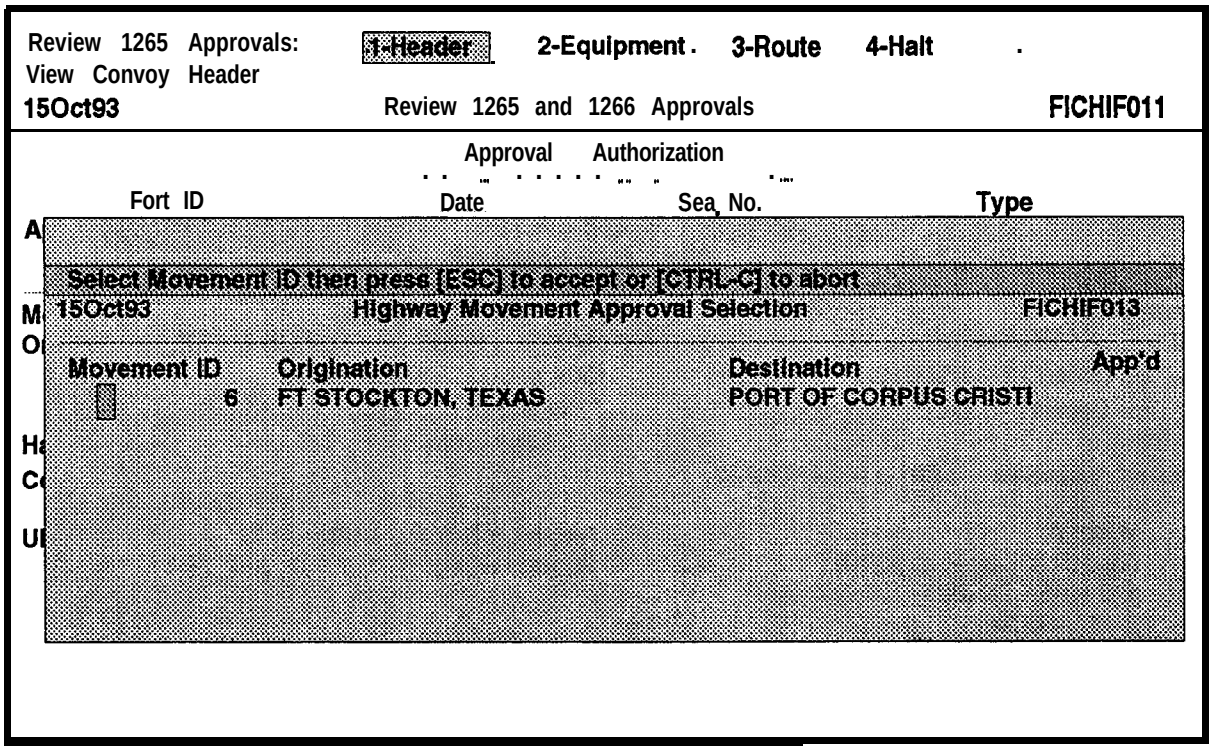

Figure 7-55. Review 1265 and 1266 Approvals Screen With Highway Movement Approval Selection Window
b. Select **Header** and **the Highway Movement Approval Selection** window will open as shown in Figure 7-55. A list of DD Forms 1265 for you UIC will be displayed.